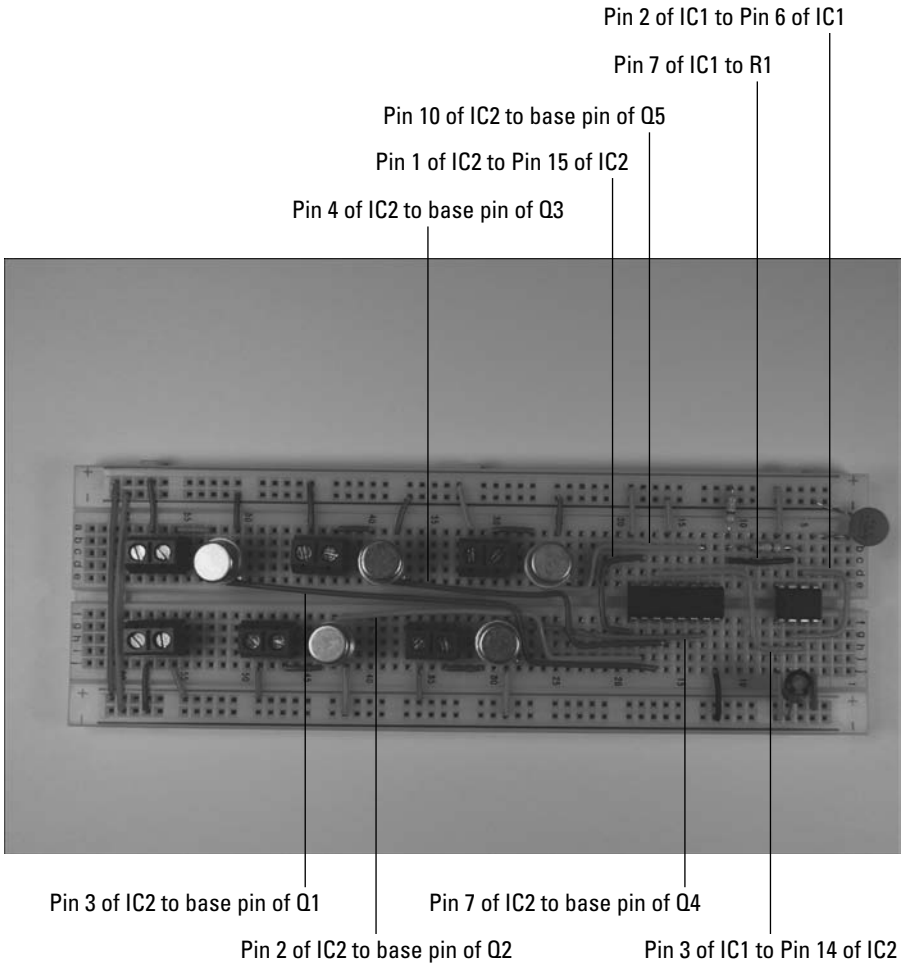

Figure 10-13: Hook up the IC, terminal blocks, and discrete components.
6. **Insert wires to connect the ICs, terminal blocks, and discrete components, as shown in Figure 10-13.**